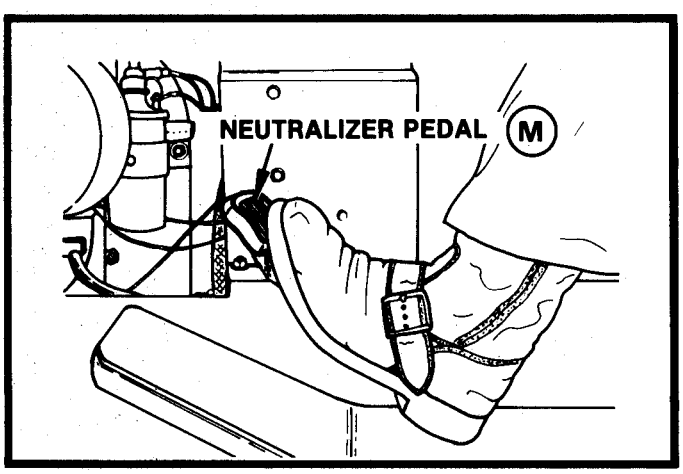

FIGURE 3
NOTE: KEEP FOOT OFF NEUTRALIZER PEDAL, FIGURE 3, DURING NORMAL OPERATION OR WHEN MOVING THE HYDROSTATIC CONTROL LEVER. USE OF THE PEDAL AND HYDROSTATIC CONTROL LEVER SIMULTANEOUSLY CAN RESULT IN MIS-ALIGNED HYDROSTATIC LINKAGE.
For emergency or "panic" stops, the Neutralizer Pedal and Brake Pedal can be used, see Figures 3 and 4. When the Neutralizer Pedal is depressed, the Hydrostatic Control Lever is shifted to "NEUTRAL" (N) position from either the forward or reverse positions - use the Brake Pedal to stop the tractor if motion continues. The Neutralizer Pedal must be used with the Brake Pedal to stop the tractor.